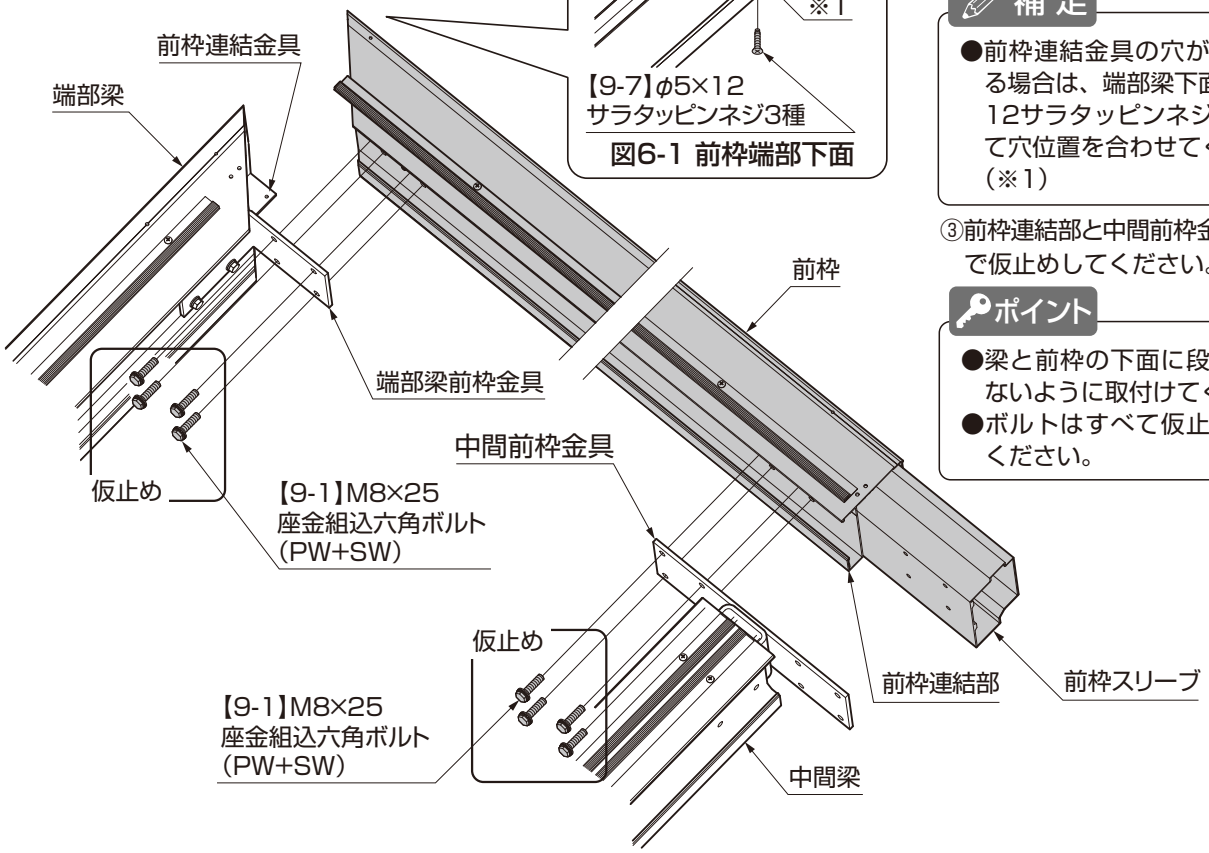

図6-1 前枠端部下面
①端部梁前枠金具と前枠を【9-1】で仮止めしてください。
②端部梁に取付いている前枠連結金具と前枠を【9-7】で取付けてください。(図6-1参照)